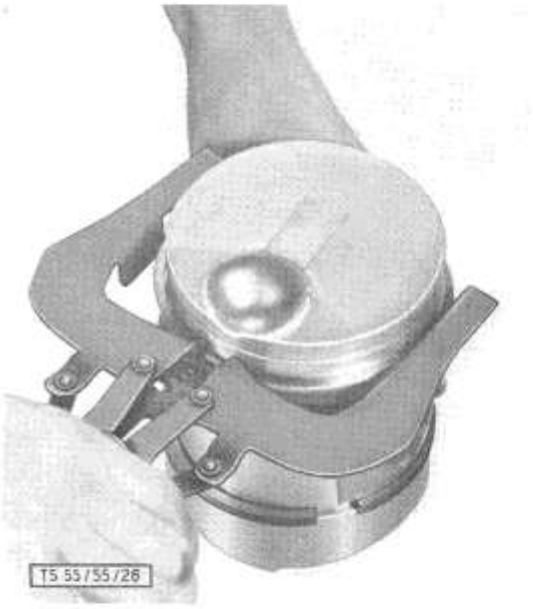

Bild 26: **Einbau der Kolbenringe mittels Kolbenringzange**
7. Verdichtungs- und Ölabstreifringe aus den Kolbenringnuten herausnehmen (Bild 26). (Kolbenringzange verwenden.)